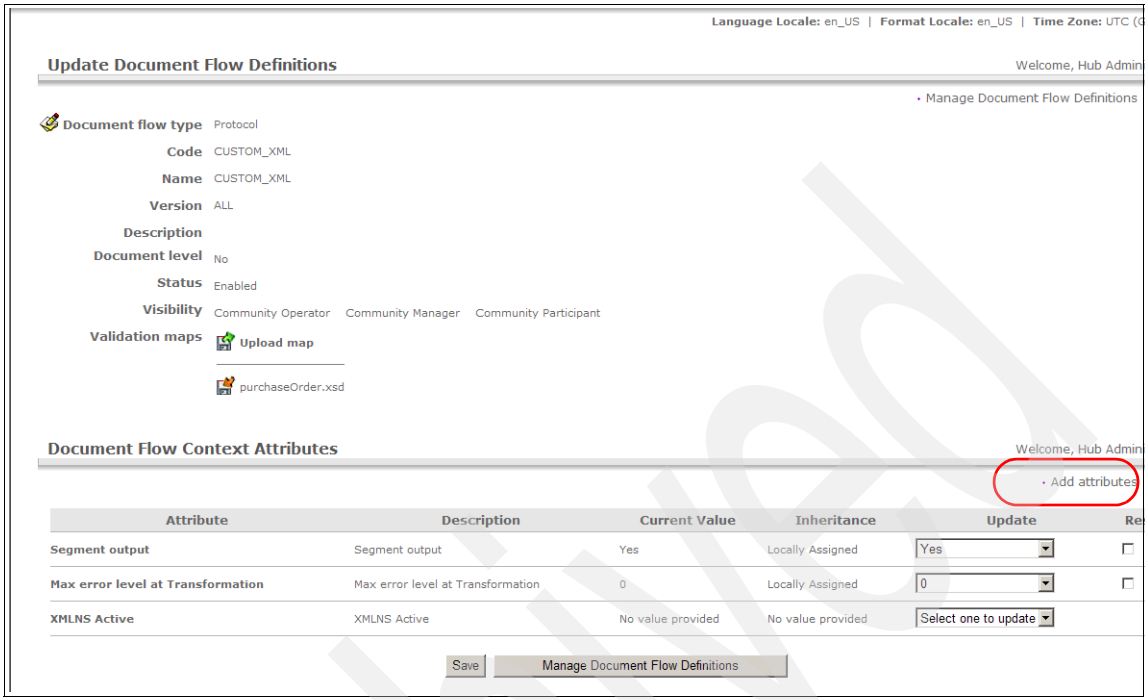

Figure 19-12 Adding new attributes to the Protocol CUSTOM_XML
3. In the Update Document flow definitions page, select **Add attributes** under Document flow Context Attributes. See Figure 19-12 on page 642.